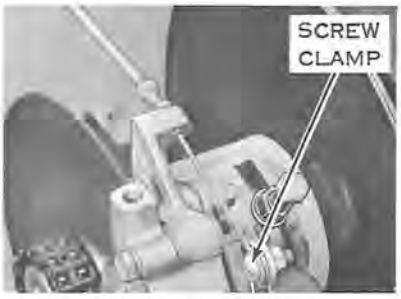

Figure 9-21. (1965)
b. Make sure end of cable fitting is flush with body. Thread cable through fitting and screw clamp (see Figure 9-21).